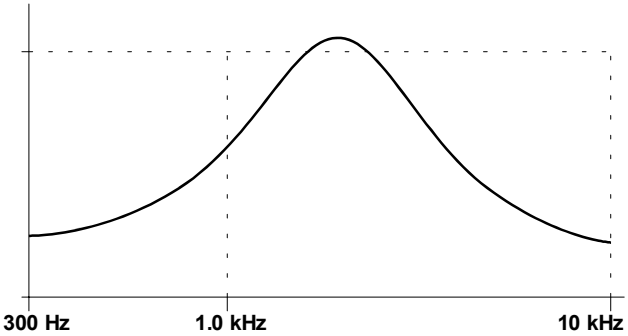

Abb. 1: Wirkung der Emphasis-Funktion
③ Emphasis
Der Regler ❸ dient zur **Anhebung mittlerer Frequenzbereiche** (s. Abb. 1) um eine Mittenfrequenz von ca. 2 kHz. Auf diese Weise verleihen Sie dem Hall mehr "Druck" und Prägnanz.